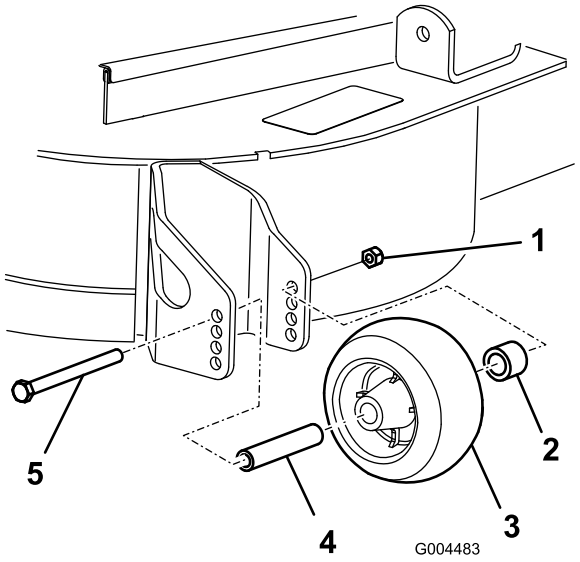

Figura 18
3. Después de ajustar la altura de corte, ajuste los rodillos retirando la tuerca con arandela prensada, el casquillo, el espaciador y el perno (Figura 18).
5. Instale la tuerca con arandela prensada, el casquillo, el espaciador y el perno. Apriete a 54–61 Nm (Figura 18).